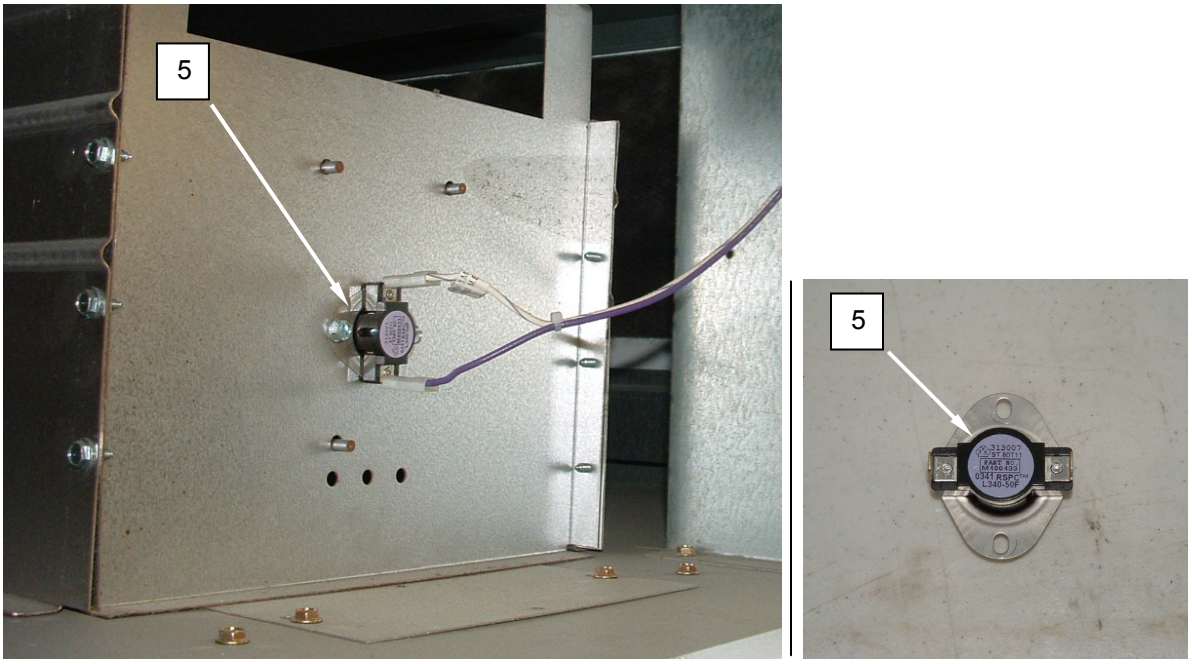

Figure 10. Replace the High Limit Thermostat.
3. Tag and disconnect wiring from thermostat **(Figure 10, Item 5)**.
4. Remove the screws retaining the thermostat **(Figure 10, Item 5)** and remove the thermostat.
5. Install the replacement thermostat **(Figure 10, Item 5)** and retain with screws.
6. Connect wiring to thermostat **(Figure 10, Item 5)** as tagged.